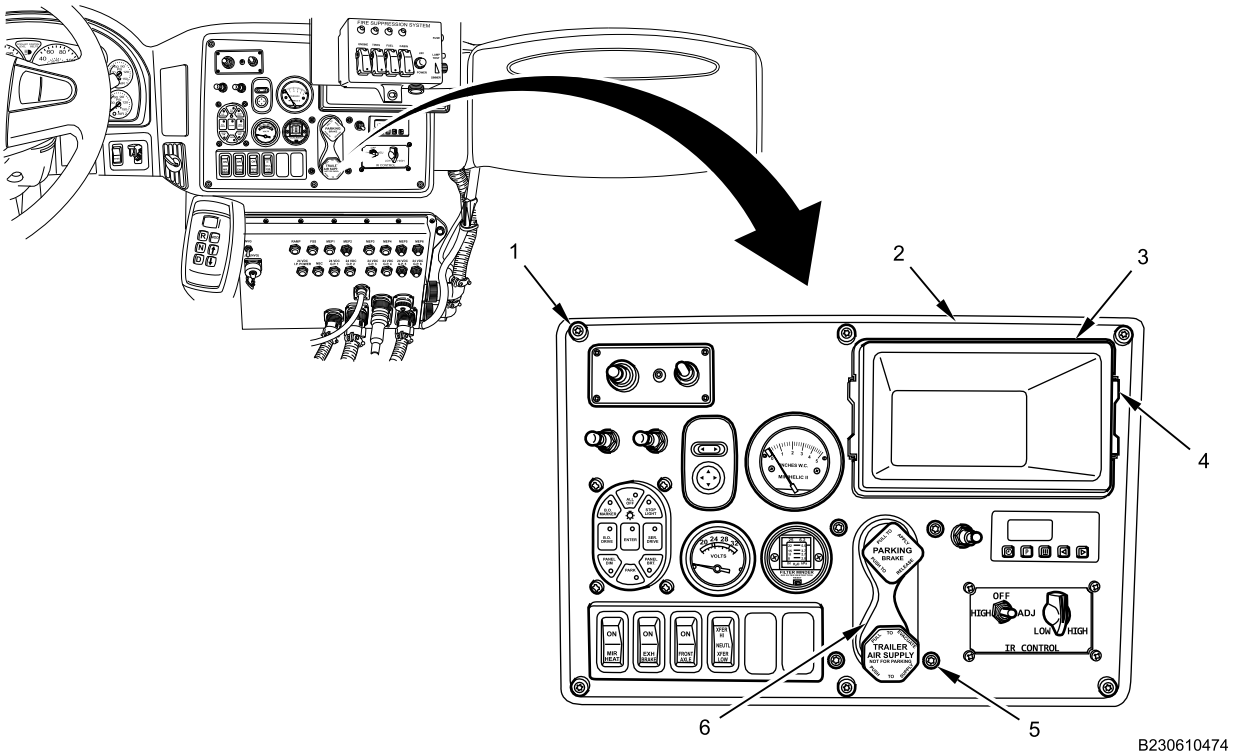

Figure 1. Instrument Panel (IP) Center Trim Panel.
1. Push in on storage bin retainers (Figure 1, Item 4) and pull storage bin (Figure 1, Item 3) from IP center trim panel (Figure 1, Item 2).
2. Remove six screws (Figure 1, Item 1) securing IP center trim panel (Figure 1, Item 2) to IP.
3. Remove four screws (Figure 1, Item 5) from IP center trim panel (Figure 1, Item 2).
4. Pull IP center trim panel (Figure 1, Item 2) back to gain access behind hand brake control valve (Figure 1, Item 6).